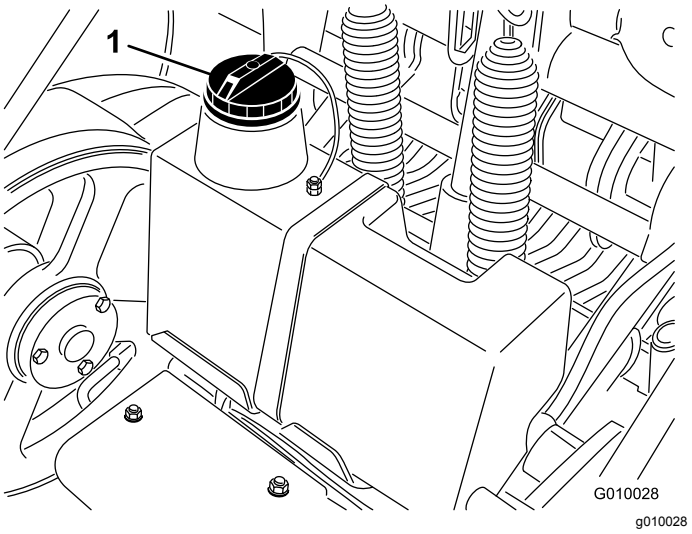

Figuur 19
3. Reinig het gebied rond de vulbuis en de dop van de hydraulische tank (Figuur 19). Verwijder de dop van de vulbuis.